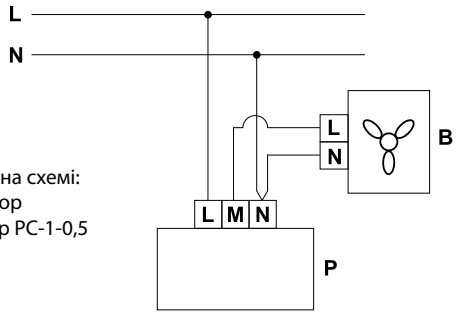

Рис. 3
- зняти ручку керування регулятора (1);
- відкрутити гайку (2) кріплення декоративної кришки та зняти декоративну кришку (3);
- відкрутити шурупи (4) кріплення регулятора від монтажної коробки і зняти регулятор (5);
- провести у монтажну коробку (6) з'єднувальні дроти;
- підключити дроти до клемника, розташованого на платі регулятора, згідно зі схемою підключення (рис. 3) та наліпкою на клемнику;